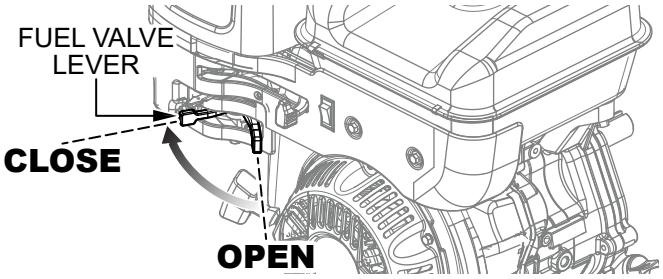

Figure 53. Fuel Valve Lever (Closed)
4. Place the engine fuel valve lever (Figure 53) in the **CLOSED** position.